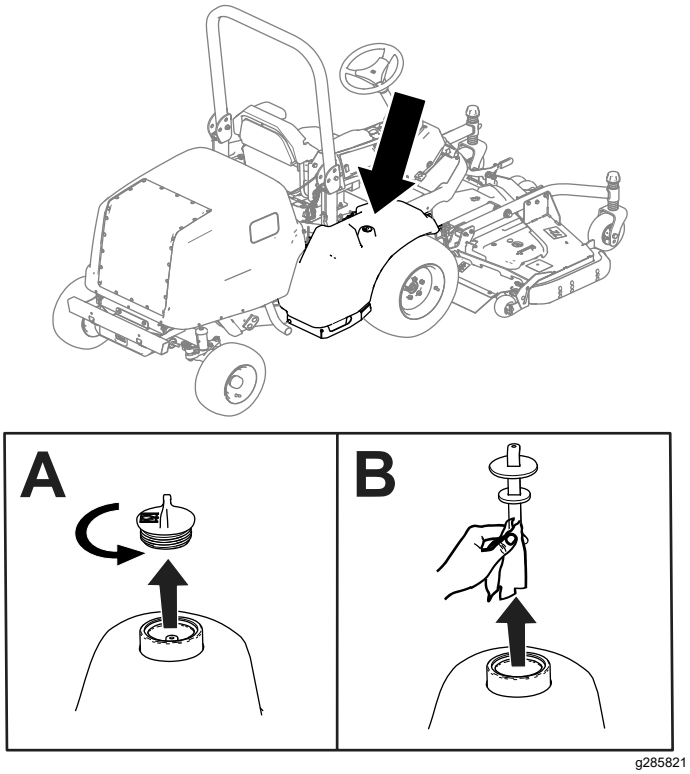

Figur 80
2. Ta bort pluggen från hydraultanken (Figur 80).
3. Ta ut oljestickan från hydraultanken och torka av den med en ren trasa (Figur 80).